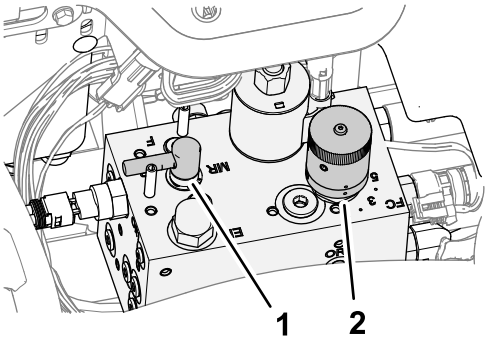

Figuur 91
3. Zet de wethendel in de stand F (maaien) (Figuur 91).